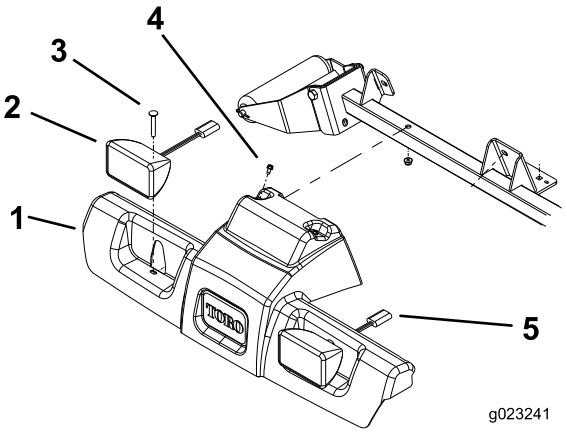

Figur 36
13. Placer platformsafskærmningen oven på stellet (Figur 36).
14. Sæt lygtesættets ledningsnetstik i afskærmningsforlygterne (Figur 36).
15. Fastgør afskærmningen og forlygterne til stellet med de 2 bræddebolte og møtrikker, du fjernede tidligere (Figur 36).